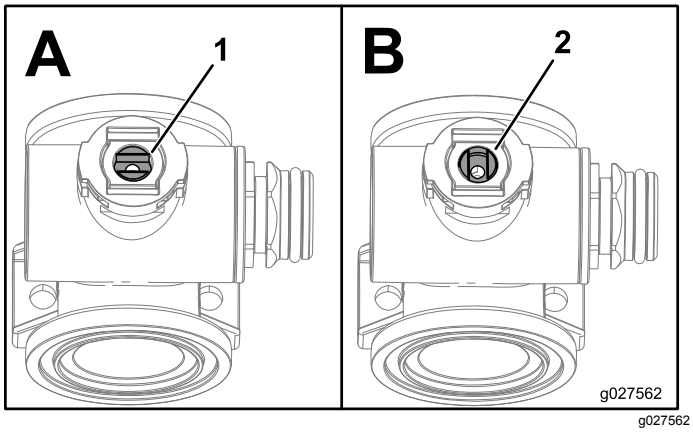

Figur 97
1. Placer ventilspindelen, så den er i lukket position (B i Figur 97).
3. Drej ventilspindelen, så kuglen er i åben position (A i Figur 97).
7. Drej ventilspindelenheden, så ventilen er lukket (B i Figur 97)